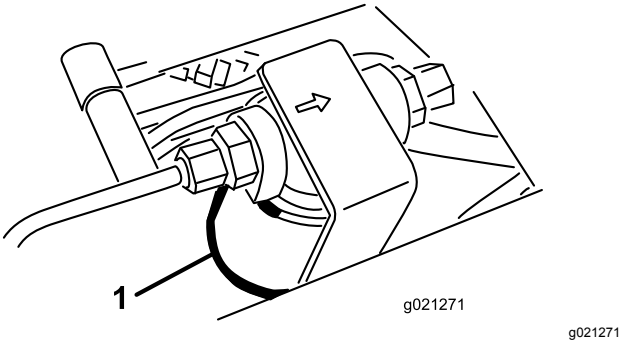
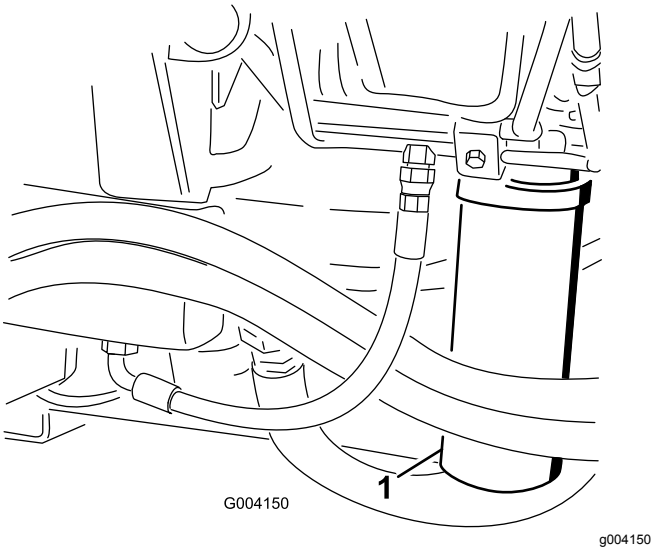

Figur 104
Figur 105
2. Rengör området där filtret ska monteras och placera ett avtappningskärl under filtret (Figur 104 och Figur 105).